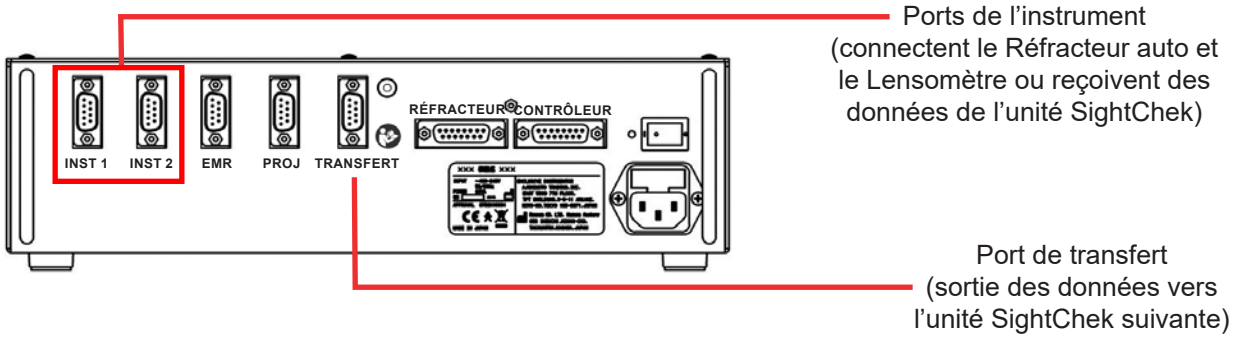

Figure IS-26 Configuration de plusieurs systèmes SightChek
2. Connecter le boîtier des relais du premier système SightChek au boîtier des relais du système SightChek suivant de la lignée, à l'aide d'un câble ou d'une connexion par dongle Bluetooth, conformément aux câbles spécifiés à l'**Annexe A**. Le port Trans du premier système SightChek est le port de sortie des données et le port Inst1 du système SightChek suivant reçoit ces données. Se reporter à la Figure IS-26.